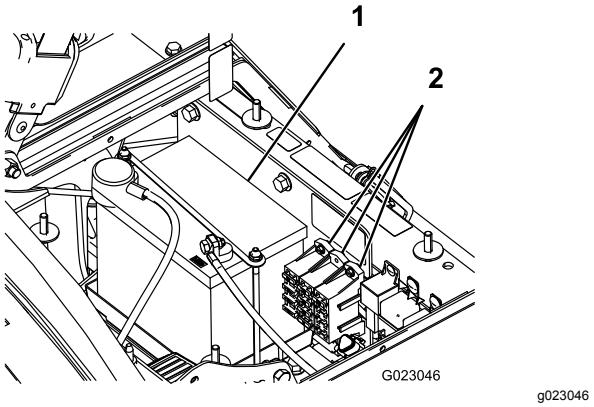

Figur 43
Det finns två säkringsblock och en tom plats i elsystemet. Dessa är belägna under sätet (Figur 43).
2. Batteriet sitter bakom pumpen på maskinens högra sida (Figur 43).
5. Ta bort batterihållaren och fästelementen (Figur 43).
2. Montera batterihållaren och fäst den med fästelementen som du tog bort tidigare (Figur 43).
4. Montera batterikåpan och fäst den med de båda rattarna (Figur 43).
1. Lossa på rattarna på sidorna av batterilådan och ta bort batterikåpan (Figur 43).